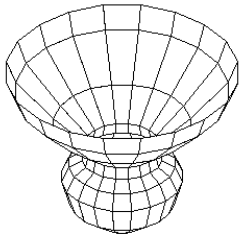

Рис. 10.47. Построение сети, аппроксимирующей поверхность вращения
- **Сеть вращения** (Revolved Mesh) — вызывает команду П-ВРАЩ (REVSURF), которая позволяет получить сеть как аппроксимацию поверхности, образующейся в пространстве при вращении линии вокруг оси. На рис. 10.47 показан пример сети, полученной от вращения компактной полилинии вокруг оси *Y* МСК (невидимые линии скрыты с помощью команды СКРЫТЬ (HIDE));
При построении сетей, аппроксимирующих поверхности (например, см. рис. 10.47 важная роль отводится системным переменным SURFTAB1 и SURFTAB2 (о системных переменных *см. приложение 2*). Стандартные значения этих переменных равны 6.